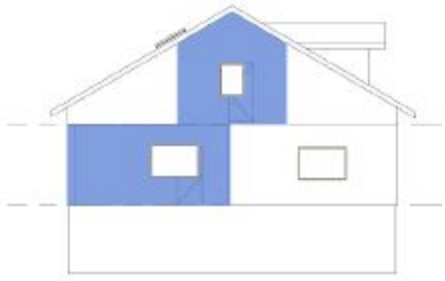

Рисунок 3
- Стены должны быть смоделированы по уровням, без выступающих и смещенных частей. (Рисунок 3)